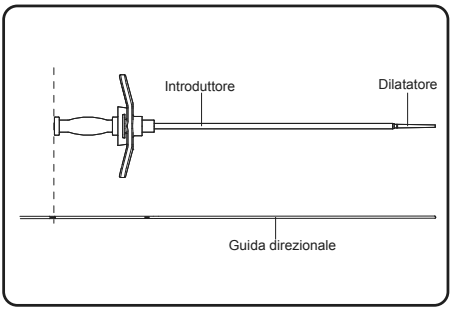

Figura 10. Allineamento del cono del dilatatore con l'indicatore appropriato della guida direzionale
5. Tenere la guida direzionale in posizione in corrispondenza dell'incisione. Collocare il dilatatore e l'introduttore sopra la guida direzionale e farli avanzare nel forame. Allineare il terzo indicatore di profondità più prossimale sulla guida direzionale con la cima del dilatatore (**Figura 10**). Se disponibile, confermare fluoroscopicamente che l'indicatore radiopaco dell'introduttore sia inserito fino a metà-2/3 del piatto sacrale